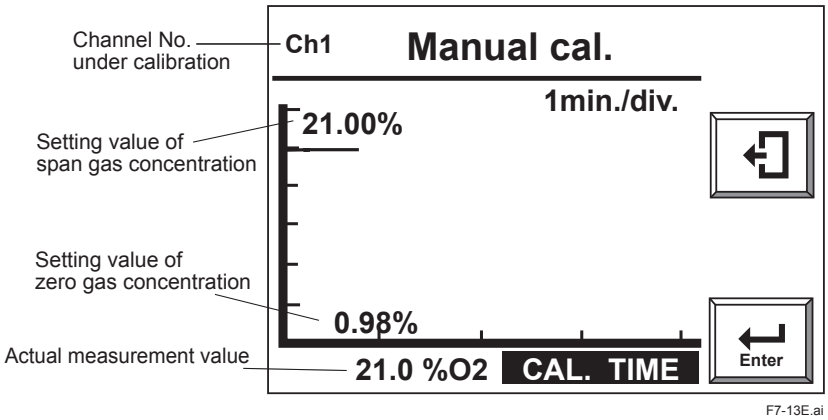

Figure 7.13 Display during calibration
9) Select [Valve opened (Start Calibration)] and touch the Enter key. An oxygen concentration graph like Figure 7.13 is displayed, and [CAL.TIME] status mark flashes.